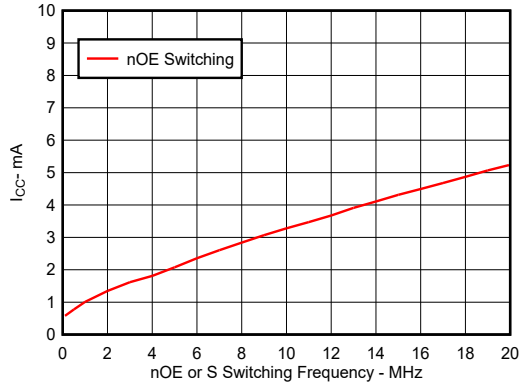

Figure 4-2. Typical I_{CC} vs $\overline{OE}$ Switching Frequency
(2) All typical values are at V_{CC} = 3.3V (unless otherwise noted), T_A = 25°C.
(3) For I/O ports, the parameter I_{OZ} includes the input leakage current.
(4) This is the increase in supply current for each input that is at the specified TTL voltage level, rather than V_{CC} or GND.
(5) This parameter specifies the dynamic power-supply current associated with the operating frequency of a single control input (see Figure 4-2).
(6) Measured by the voltage drop between the A and B terminals at the indicated current through the switch. ON-state resistance is determined by the lower of the voltages of the two (A or B) terminals.